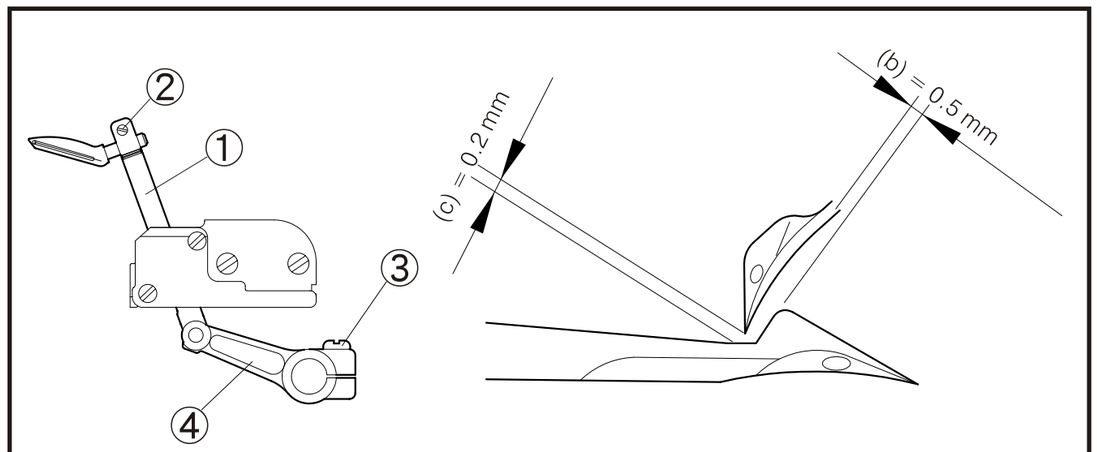

Fig. 14
(3) Cuando el bucleador superior se encuentre con el bucleador inferior, el espacio ideal (b) es cerca de 0.5 mm, como también puede ser (c) 0.2 mm. Después de ajustar, por favor fije fuertemente los tornillos 2 y 3. (Fig. 14)